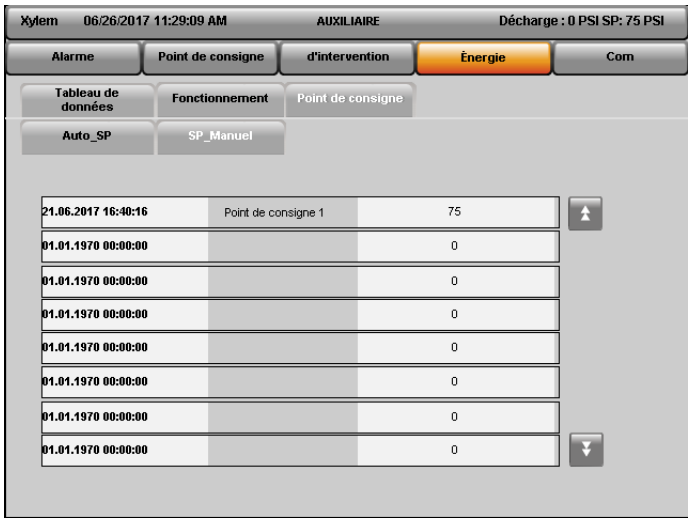

Figure 5.6.7 – Point de consigne manuel
- **Point de consigne manuel** : la page de consignation des points de consigne manuels est illustrée à la Figure 5.6.7. Un point de consigne changé par le biais d'un point de consigne fixe et d'un point de consigne programmé est consigné avec la date/l'heure système.